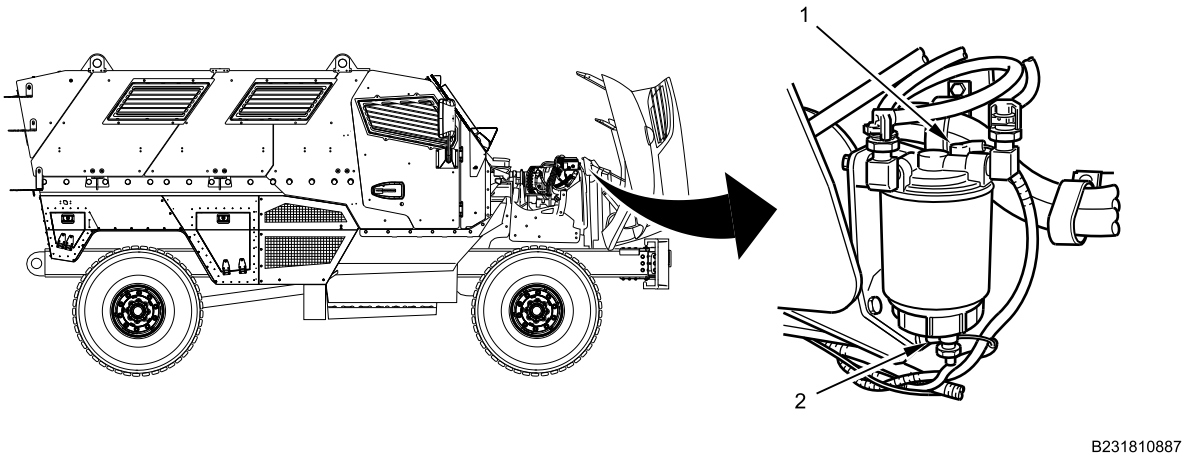

Figure 1. Fuel Water Separator Assembly Connections.
1. Disconnect water-in-fuel sensor connector (Figure 1, Item 2).
2. Disconnect Positive Temperature Coefficient (PTC) heater connector (Figure 1, Item 1).